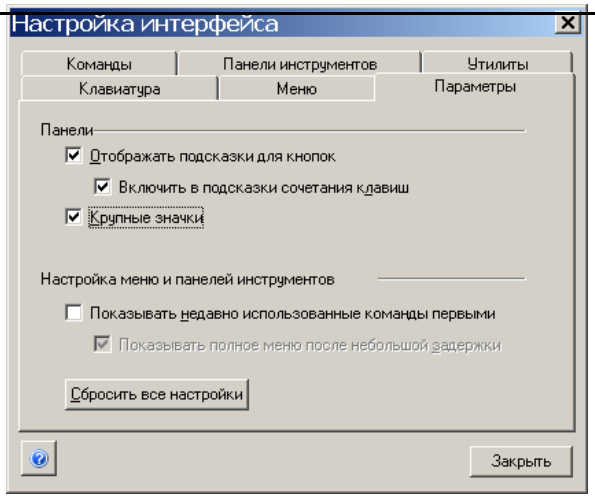

Рис. 1.8.
2.2. Выберите закладку **Параметры** в меню **Сервис⇒Настройки интерфейса...** (рис. 1.8).